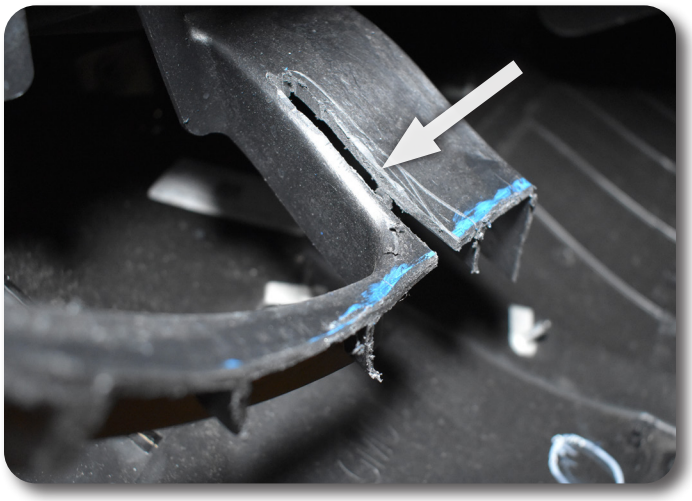

Figure 20
3. Cut a slot as shown in. Figure 20